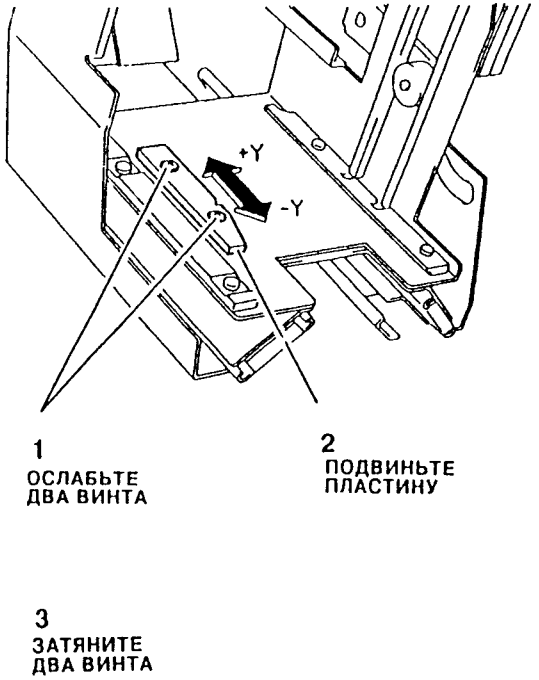

Рис. 8. Отрегулируйте по направлению Y.
2. Отрегулируйте положение фиксирующей пластины (Рис. 8).